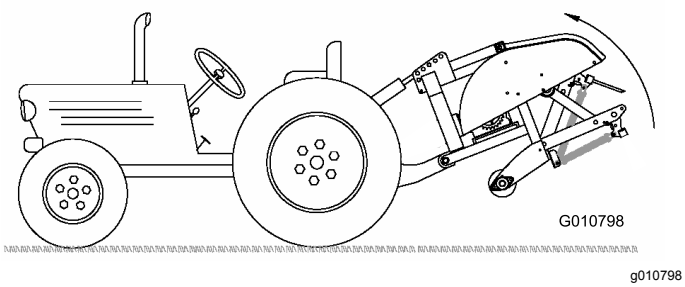

Rysunek 11
2. Unieś całkowicie aerator i wsuń do końca siłownik hydraulicznego łącznika górnego lub łącznik górny (Rysunek 11).